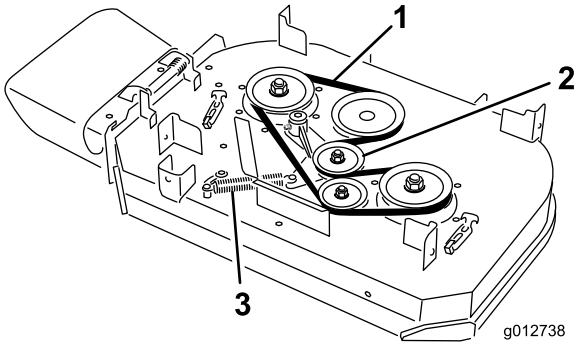

**Figur 64**
4. Fjern fjæren fra ankeret på lederullarmen (Figur 64).
5. Fjern den slitte klipperremmen (Figur 64).
6. Monter den nye klipperremmen rundt clutchremskiven, klippeenhetens remskiver og lederullen (Figur 64).
7. Monter fjæren på ankeret på lederullarmen (Figur 64).
6. Monter den nye klipperremmen rundt klipperremskivene og lederullen (Figur 64 ).
5. Fjern fjæren fra ankeret på lederullarmen (Figur 64).
6. Fjern den slitte klipperremmen (Figur 64).
7. Monter den nye klipperremmen rundt klippeenhetens remskiver, clutchremskiven og lederullen (Figur 64).
8. Monter fjæren på ankeret (Figur 64).